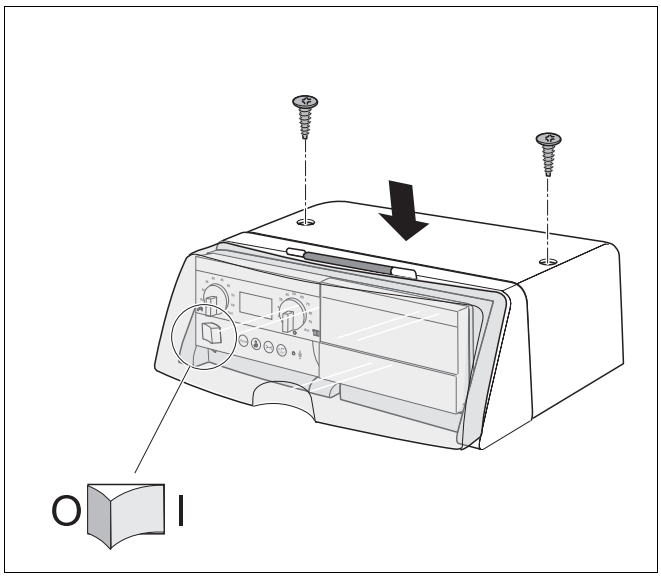

Рис. 10 Установка верхней крышки
- Надеть верхнюю крышку на систему управления (рис. 10), введя ее в направляющие.